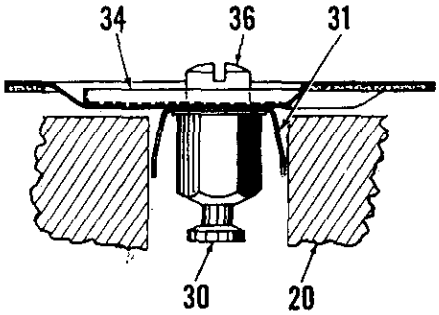

Fig. 111–When installing primary diaphragm assembly into converter body, legs of damper spring (31) must touch against sides of cavity in body (20).
Place the primary diaphragm assembly over opening in converter body making sure the damper spring legs contact the flat sides as shown in Fig. 111, then install four alignment pins (Borg Warner part No. M-501) through holes in diaphragm. Place spring (37—Fig. 110) on diaphragm plate, then install cover (38) over the springs and alignment pins. Hold the cover down securely, remove an alignment pin and install a retaining screw until all four screws are installed and securely tightened, then release pressure from cover.